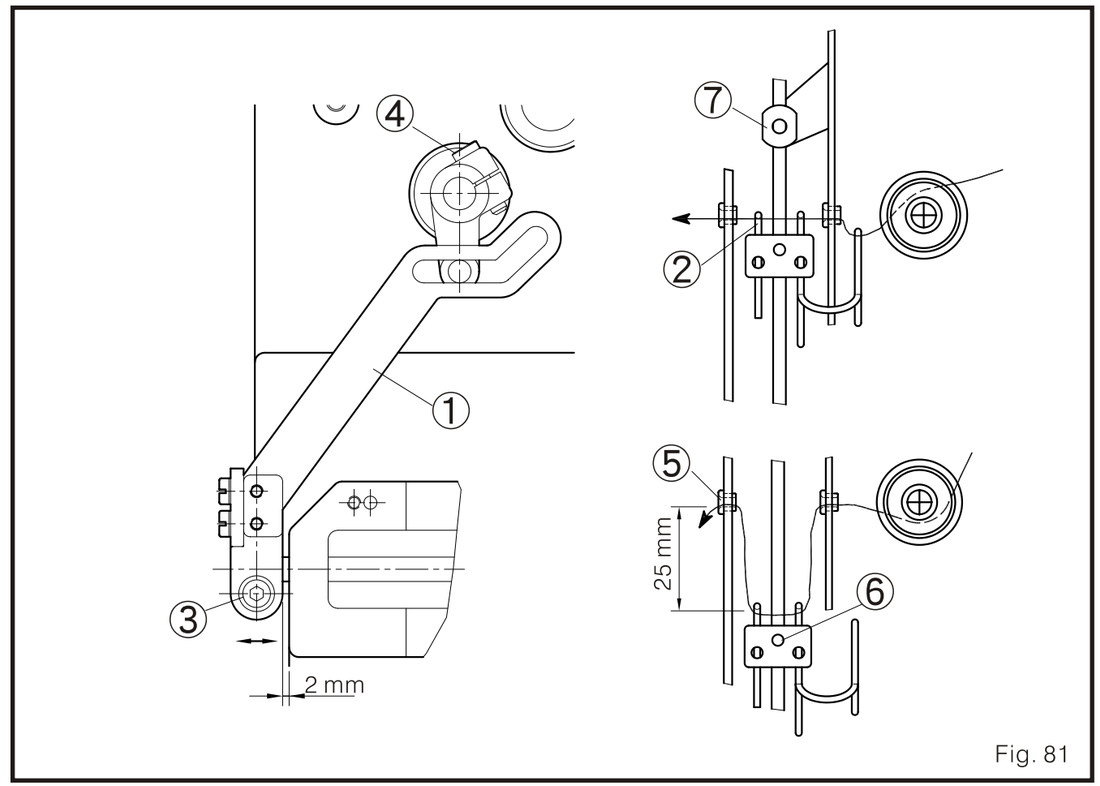

Fig. 81
1. El espacio desde la barra guía conectora del equipo de control de hilo al soporte es de 2.mm cuando la barra 1 esta fija en la posición frontal. La localización del hilo de la aguja y de la barra arrastradota del bucleador de hilo 2 debe ser como se muestra en la figura 42. (Fig. 81)